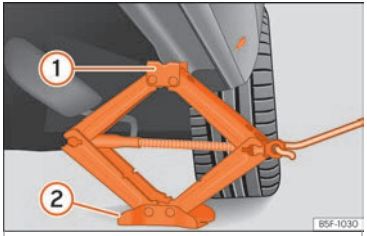

Fig. 46 Bas de caisse : placement du cric du véhicule.
- Tournez la manivelle du cric*, placé sous le point d'appui du bas de caisse, pour le lever jusqu'à ce que l'ergot (1) ››› **fig. 46** se trouve sous le logement en plastique prévu à cet effet.
- Alignez le cric* de sorte que l'ergot (1) « « s'encastre » » dans le logement en plastique prévu à cet effet sur le bas de caisse et que la plaque de base mobile (2) repose sur le sol. La plaque de base (2) doit tomber à la verticale par rapport au point d'appui (1).